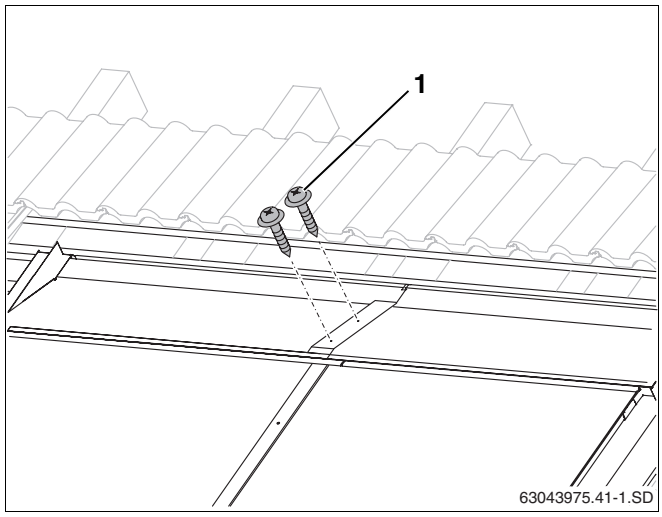

Abb. 59 Obere Abdeckbleche mit Schrauben verbinden
- Überlappungen der Bleche mit jeweils drei 25 mm langen beiliegenden Spenglerschrauben (Abb. 59, **Pos. 1**) befestigen.